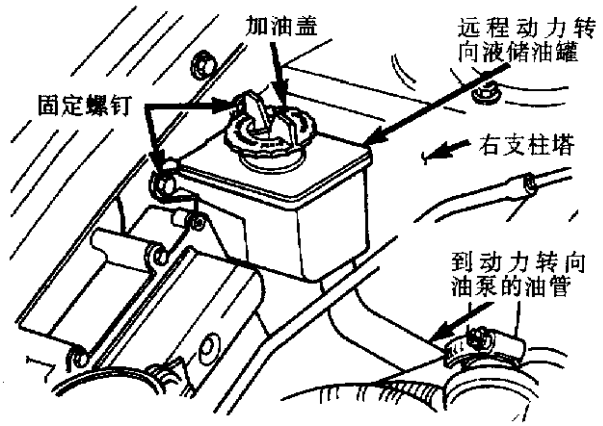

图9-3　在动力转向液储液罐上的供油管
①从远程动力转向液储液罐上拧开加油盖(图9-3)。
②将汽车升起放在千斤顶支座上或车架啮合型升降机上。
③移开动力转向泵，来自动力转向液储液罐的液管，将储液罐及软管里的油都放干。
④降低汽车
⑤移开动力转向供液管至动力转向液储液罐上的管夹。
⑥从汽车上拆下动力转向供液管。从发动机室顶部上拆下软管。
①正确地从远程液储油罐向下安装动力转向供液管到动力转向泵上。
②将供液管安装到转向液供油罐上(见图9-3)。安装软管夹，软管夹必须安装到过液储油罐套筒的垫圈外。
③将汽车升起放在千斤顶支座上或车架啮合型升降机上。
④将供液管安装到转向液供油罐上。安装软管夹，软管夹必须安装到过液储油罐套筒的垫圈外。
⑤降低汽车。
⑥加油至远程液储油罐至正常值，约2min后，油面静止。
⑦起动发动机让其运行几秒钟，再关掉。
⑧必要时加油直至发动机运动时，油面保持正常值。
⑨将前轮提离地面。
⑩起动发动机，慢慢左右转动方向盘，轻触盘的限位块。
⑪必要时加油。
⑫降低汽车，将方向盘从左锁住转向右锁住。